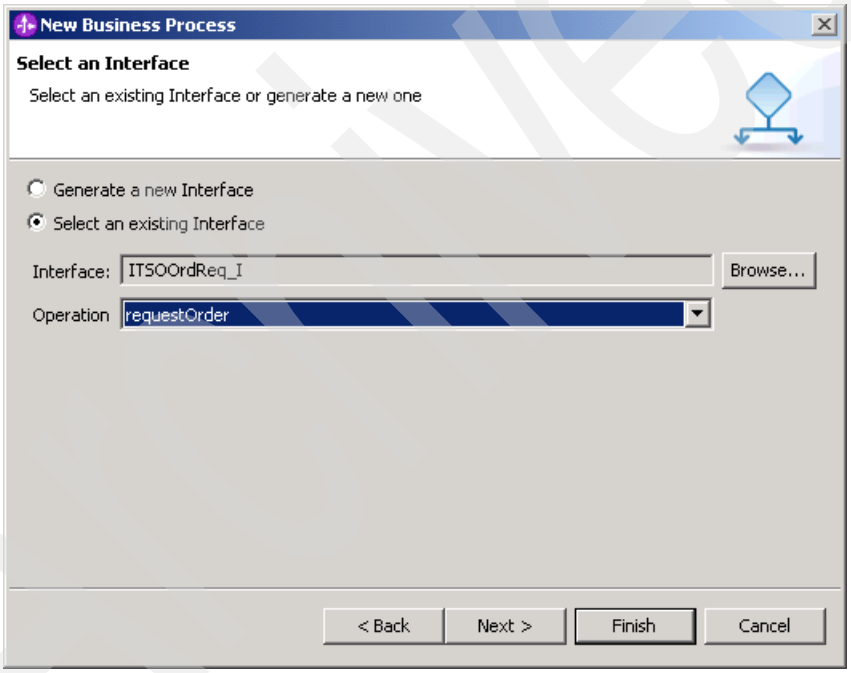

Figure 10-33 New Business Process wizard: Select an Interface panel
3. In the Select an Interface panel (Figure 10-33), complete these tasks: